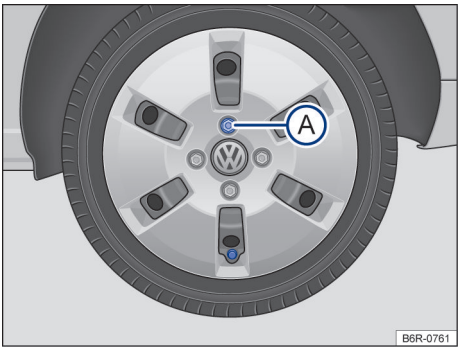

Fig. 139 Retirar a calota integral.
– Remover os parafusos da roda. O parafuso oposto à válvula → Fig. 139 Ⓐ serve como guia na sequência de montagem. Por isso, remover o parafuso Ⓐ por último e tenha cuidado para não deixar a calota cair ao remover os outros parafusos.